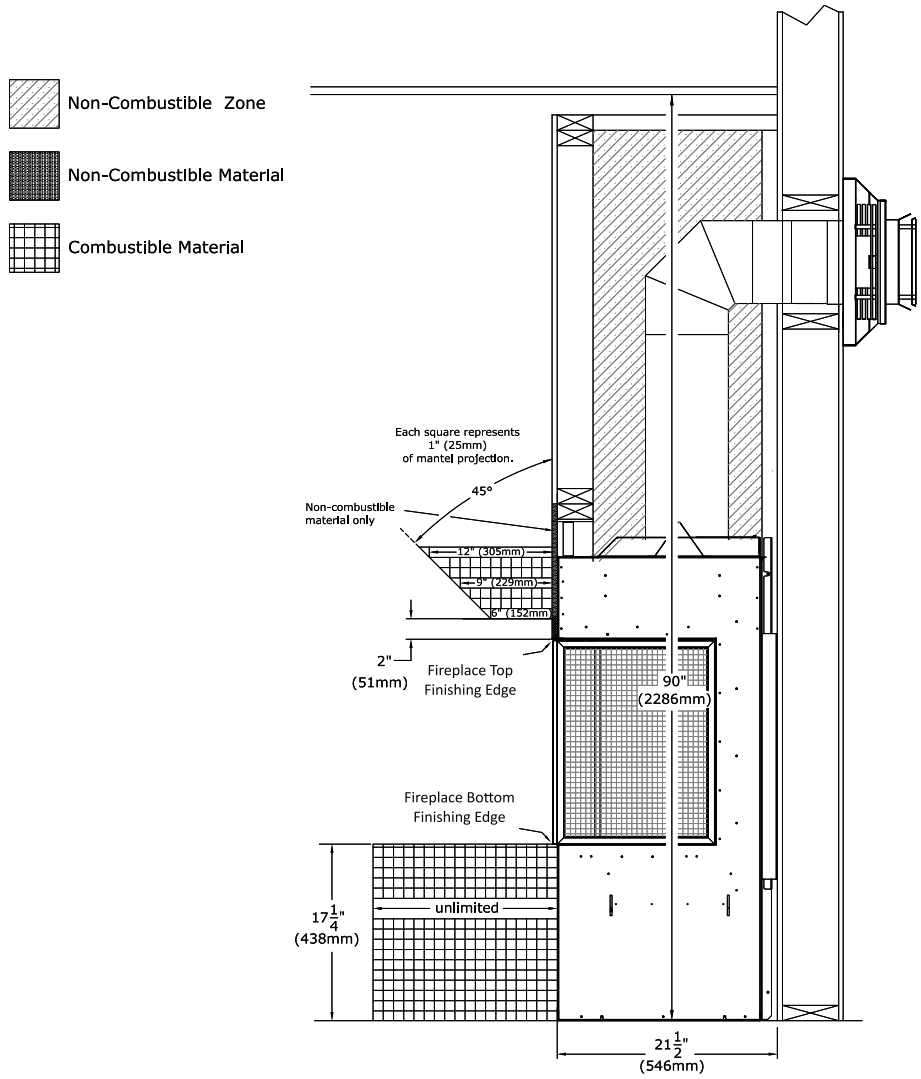

Figure 2.18 - Mantel and Hearth Projection
- **Combustible Mantel Projections:** A maximum of a 6" (152mm) mantel can be installed at 2” (51mm) above the side and top finishing edge. Mantel projections can increase 1” (25mm) of depth for every 1” of height starting at the 6” (152mm) mantel. See Figure 2.18.
- **Combustible Hearth**: Combustible hearth can have an unlimited projection. Hearth can be raised flush to the bottom finishing edge. See Figure 2.18.